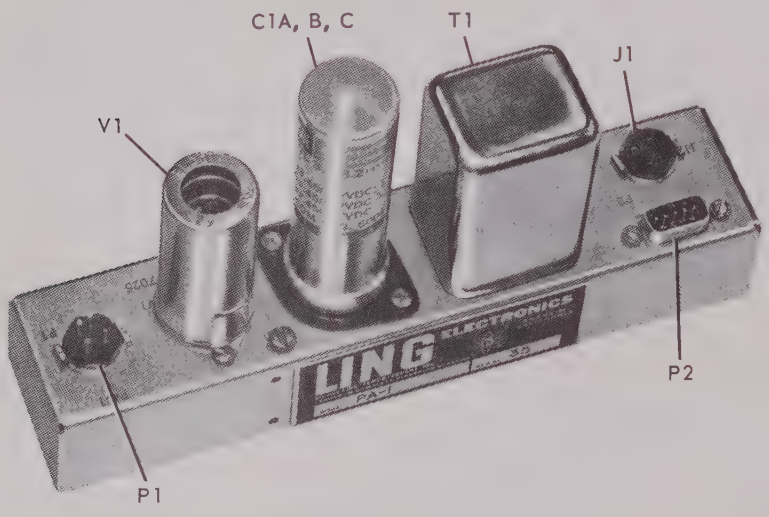

Fig. 4-7A Model PA-1 Preamplifier, Top View
a. Model PA-1 Preamplifier. (refer to figures 4-7A, 4-7B and drawing 31156)